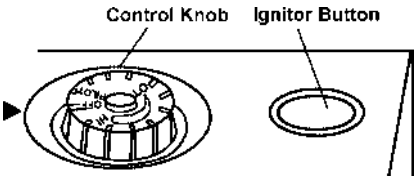

Figure 18 - Control Knob in The OFF Position (HB10TN)
4. Wait five(5) minutes to clear out any gas. Then smell for gas, including near the floor. If you smell gas, STOP! Follow "B" in the safety information on the side of heater. If you don't smell gas, go to the next step.
5. Turn control knob counterclockwise ↶ to the PILOT position. Press in control knob for five(5) seconds. (see Figure18).